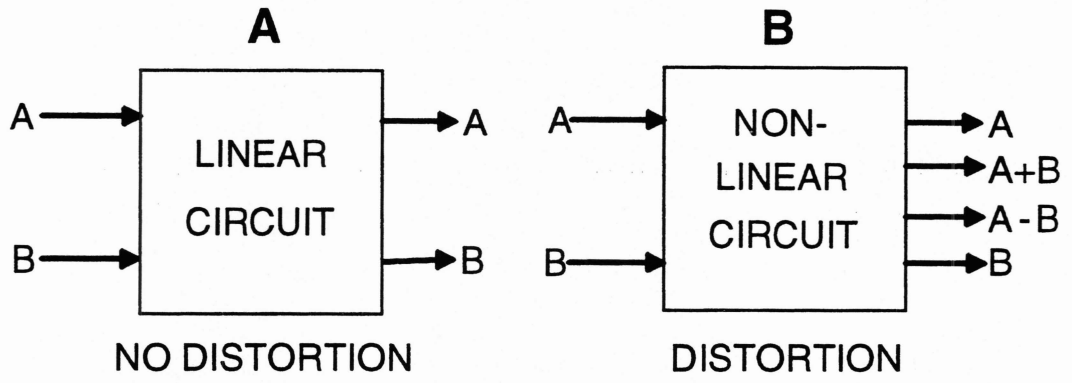

Fig.14
Let's substitute some numbers for A and B in Fig.14. If A is an audio frequency (1 KHz) and B is an RF frequency (100 KHz), then their sum (A+B) would be 101 KHz, and their difference (A-B) 99 KHz. If B was an AM carrier and A was the audio frequency modulating that carrier, then A+B would be the upper sideband (101 KHz) and B-A (99 KHz) would be the lower sideband, and the non-linear circuit that accomplished this miracle, would be called a "Modulator". One element is missing to make the circuit operate properly. Notice that we have 4 output signals. All but one are RF signals. "A" is the original audio signal that produced the sidebands, but is unwanted in the output of the transmitter's modulator. Let's add an LC circuit tuned to 100 KHz at the output of the modulator. This tuned RF circuit has enough bandwidth to pass the 3 RF signals, but looks like a short circuit to ground for the audio signal. All we have left is the carrier, plus it's two sidebands. Remove the audio signal (A) from the input to the circuit, and audio signal (A), the sum signal (A+B) and difference signal (B-A) disappear. All that remains is signal (B), the carrier. Without audio to modulate the carrier, no sidebands would be created. All that is left is a "dumb" carrier without any "intelligence".